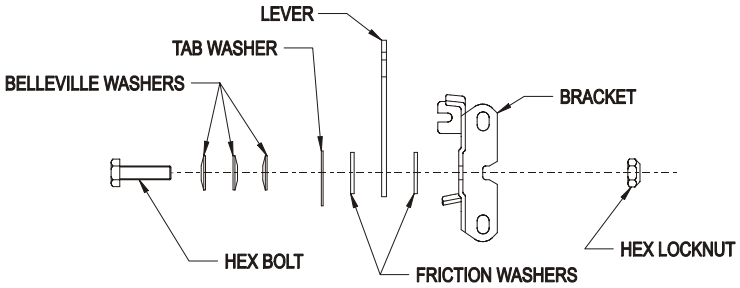

FIGURE 16
b) Tension in throttle lever can be adjusted by adjusting the tightness of the lever pivot bolt, which is located under the console (See Figure 16).